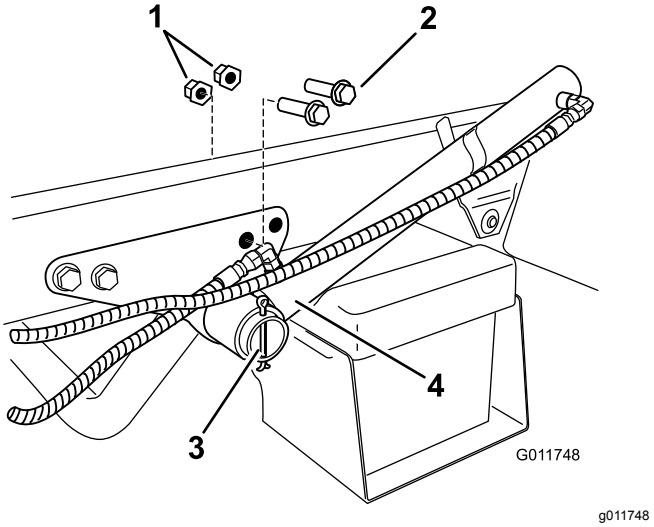

Figur 7
1. Lokalisera och ta bort de två bakre skruvarna och flänsmuttrarna på lyftcylinderfästet (Figur 7).